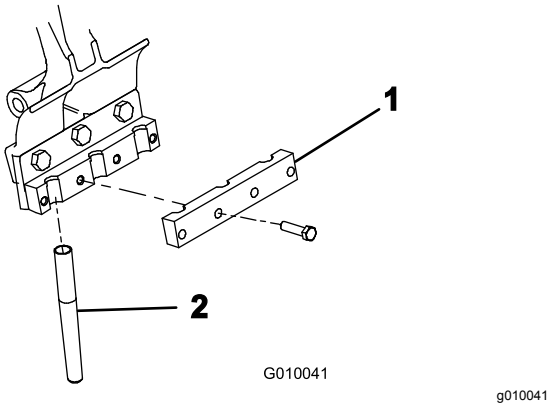

Figur 25
5. Fest en pipeklemme løst på hver pipearm med fire bolter (3/8 x 1-1/2 tomme) (Figur 25). Ikke stram boltene.